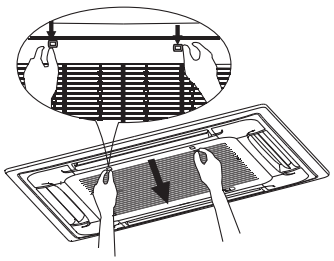

Рис. 6-1
- Одновременно потяните 2 зажима воздухозаборной решетки в направлении друг к другу, затем потяните их на себя (*рис. 6-1*).
2. Снимите воздухозаборную решетку (*рис. 6-1*)